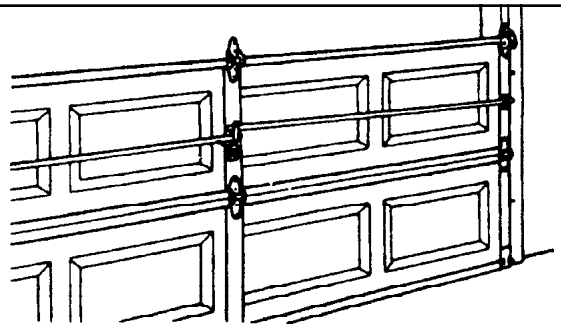

Fig. 24
**Step 9:** Place second section on top of the first section. Drive a large nail in the jambs at each end and bend it over the edges of the section to hold the section in place. Attach the hinges from the top of the first section to the bottom of the second. (FIG. 24)